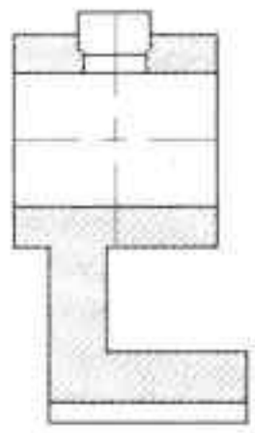

图21-93 图案填充
Step 14 将“剖面线”置为当前层，执行“图案填充”命令，选择“ANSI31”图案，设置比例为 0.3，填充图案，如图 21-93 所示。侧立面图绘制完成。